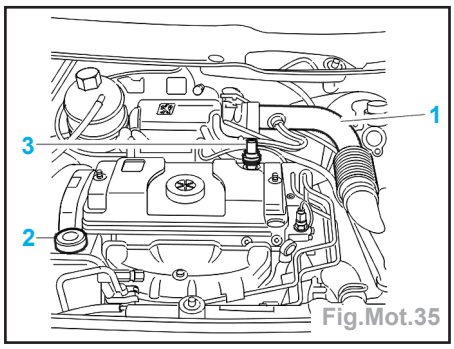

Fig.Mot.35
- Déposer (Fig.Mot.35) :
• le col d'entrée d'air (1).
- Ecarter la pompe de direction assistée (2).
- Débrancher le tuyau de réaspiration des vapeurs d'huile (3).